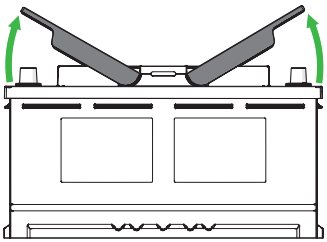

Figure 9. Relever les poignées à 30°.
a) Relever les poignées à 30° (figure 9).